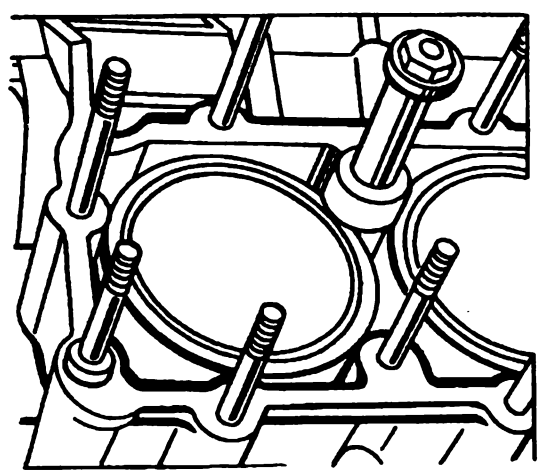

Рис. 52. Фиксация гильз в блоке цилиндров с помощью втулок
17. Отверните гайки крепления головок цилиндров, снимите кронштейн генератора и головки цилиндров в сборе с выпускными коллекторами и экранами. Снимите прокладки головок цилиндров и закрепите втулками-зажимами гильзы цилиндров в блоке (рис. 52).